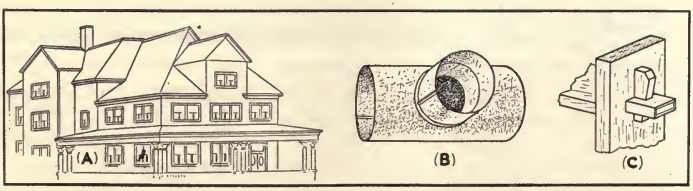
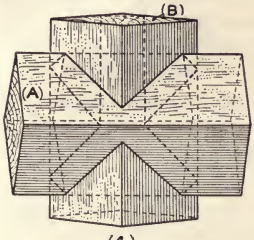
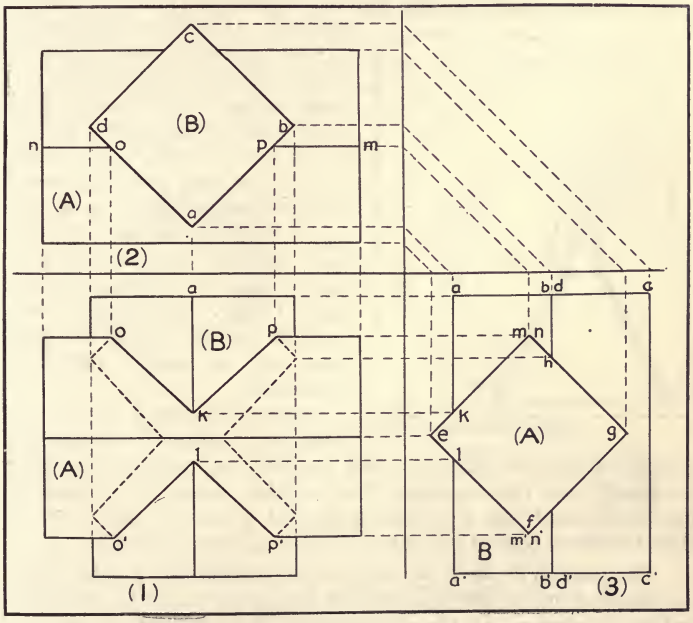

Fig. 49.
Fig. 50.
Fig. 51.
gables, the joining of pipes, tile, wood members, etc. Fig. 49 illustrates this kind of drawing. Intersections are so important that it is necessary to know the principles on which such drawings are made. In almost every working drawing where assembled parts are shown, intersections occur. Often the intersections are the only parts of a structure where difficulty is experienced in the designing or drawing. Fig. 50 is a perspective view and shows one rectangular prism passing through another.
The principles involved are given in Fig. 51. The views number (1), (2) and (3) are views which make a working drawing. They are orthographic projections. A careful study of (1), (2) and (3), in connection with Fig. 50, will show where each line was obtained. Heavy dotted lines on the